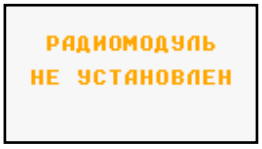

Рисунок 43 – Сообщение об отсутствии радиомодуля
6.4.9.10 При входе в подменю прибора с отсутствующим радиомодулем, на дисплей выводится соответствующее сообщение (рисунок 43).